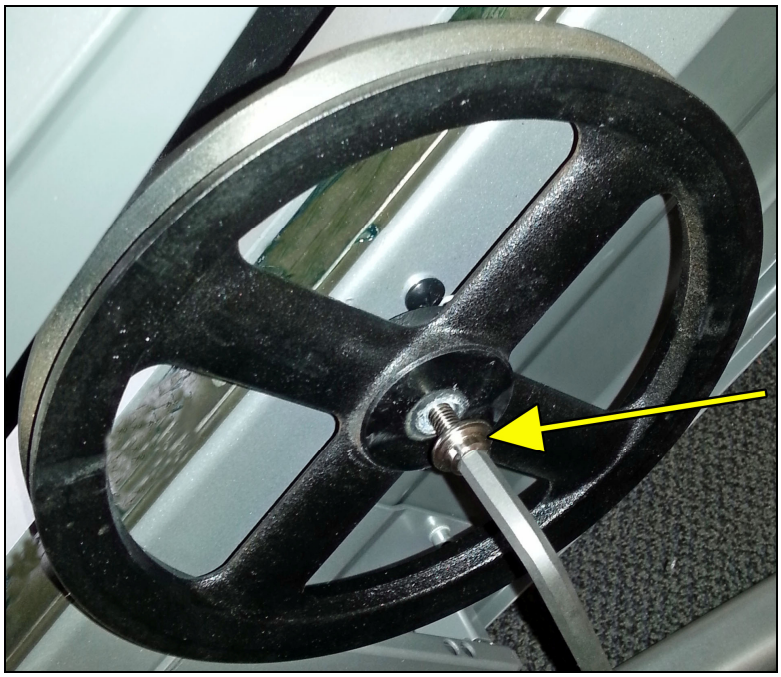

Fig. 3
3. On the user right side, walk the belt off the wheel and loosen the screw holding the wheel to the shaft by using 8mm hex key. (Fig. 3)